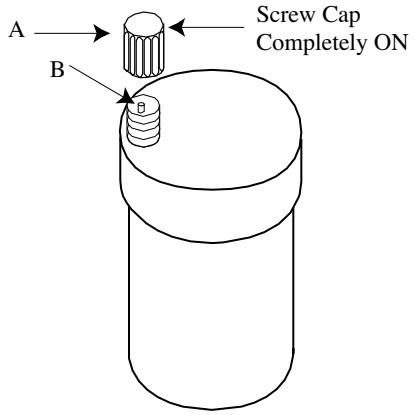

Fig. 2: Automatic Air Vent
1. Remove the cap “A” from any automatic air vent in the system and check operation by depressing valve “B” slightly with the tip of a screwdriver. See Fig. 2.